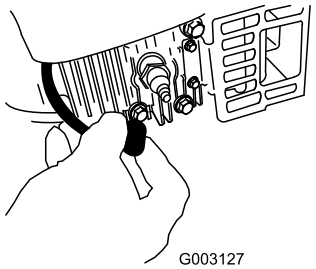

Figur 32
2. Lossa tändkabeln från tändstiftet (Figur 32) innan du utför underhåll.